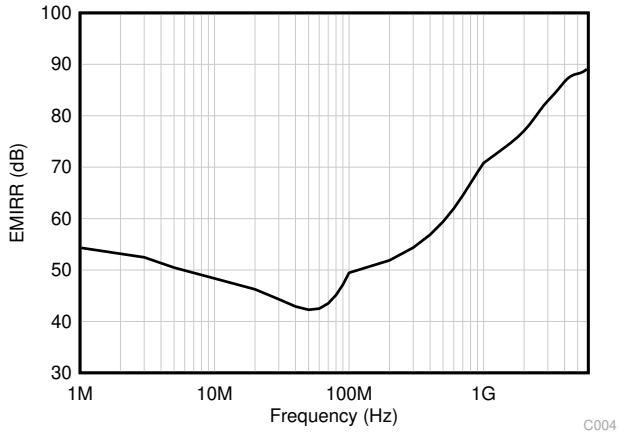

图 6-1. EMIRR 测试
TLV915x-Q1 使用集成电磁干扰 (EMI) 滤波功能来降低干扰源（如无线通信设备以及混合使用模拟信号链和数字元件的高密度电路板）产生的 EMI 效应。利用电路设计技术提高 EMI 抗扰度；TLV915x-Q1 可从这些设计改进中受益。德州仪器 (TI) 已具备在 10MHz 至 6GHz 宽频谱范围内准确测量和量化运算放大器抗扰度的能力。图 6-1 展示了对 TLV915x-Q1 执行此测试的结果。表 6-1 提供了 TLV915x-Q1 在实际应用中通常会遇到的特定频率下的 EMIRR IN+ 值。*运算放大器的 EMI 抑制比* 应用手册包含了与运算放大器相关的 EMIRR 性能主题详细信息，该手册可从 www.ti.com 下载。